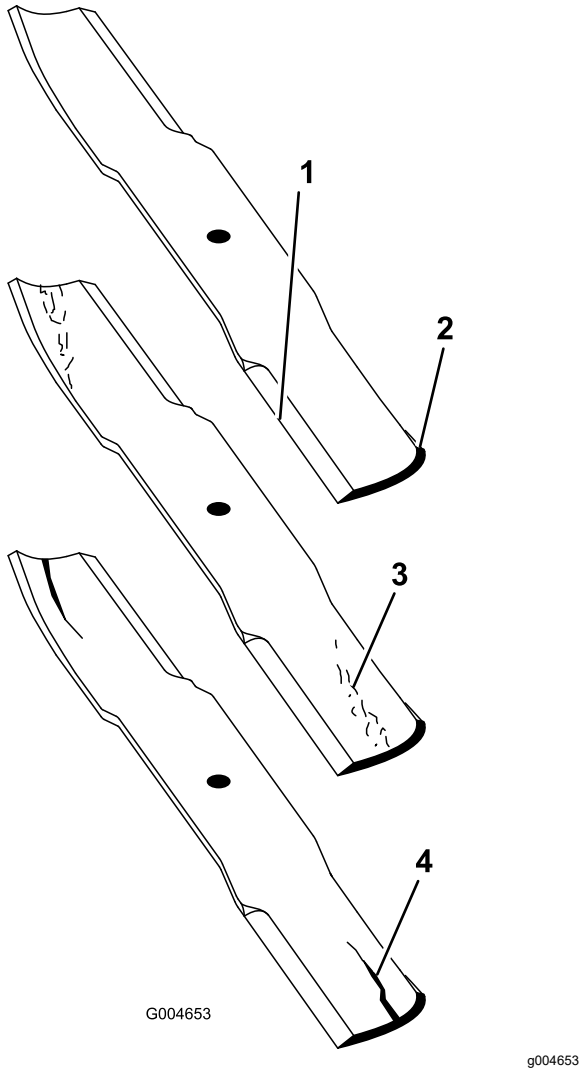

Figur 125
2. Undersøk kniveggene nøye, særlig der de flate og bøyde delene av kniven møtes (Figur 125).
Merk: Siden sand og slipende materiale kan slite på metallet mellom den flate og bøyde delen av kniven, kontrollerer du kniven før du bruker klippeenheten. Skift ut kniven hvis du oppdager slitasje (Figur 125).